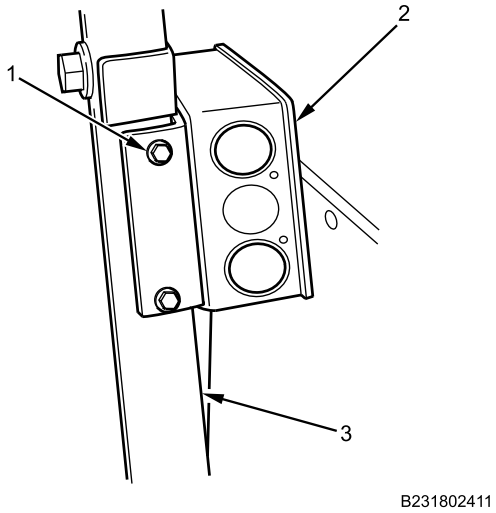

Figure 16. 12V Junction Box.
13. Install 12V junction box (Figure 16, Item 2) on gunner platform stand (Figure 16, Item 3) with two screws (Figure 16, Item 1). Tighten screws securely.